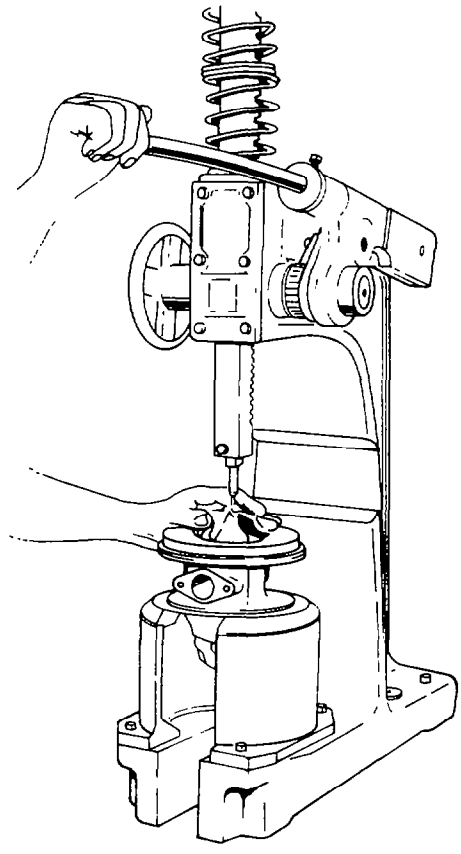

Fig. 138 — Removing Turbine Wheel
e. Place the centre housing assembly (item 17) in the disassembly tool J-29680, align the assembly in the press, then operate the press to remove the compressor wheel (see fig. 138). Catch the turbine wheel (item 21) and shroud (item 19) as it drops from the assembly.